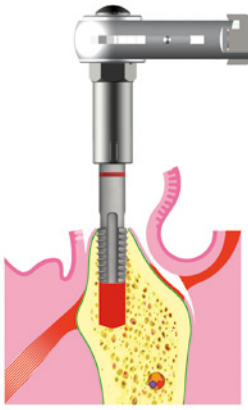

图 7: 用攻丝钻对种植体颈部骨组织攻丝。
▶ 步骤 7: 在较硬的 I 类骨上用硬质骨钻扩孔后，需要用攻丝钻对种植体颈部周围的硬质骨进行攻丝，以确保种植体可以顺利地植入种植窝内（图 7）。（攻丝钻建议转速：15rpm/min）